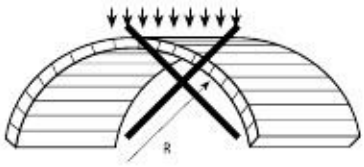

Rysunek 1a
1. Arkusze SUNLITE powinny być montowane z kanałami żebrowanymi nachylonymi ku dołowi (Rys. 1a, 1c, 2). Takie położenie zmniejsza gromadzenie się brudu wewnątrz arkusza i ułatwia odprowadzanie skroplonej wilgoci.